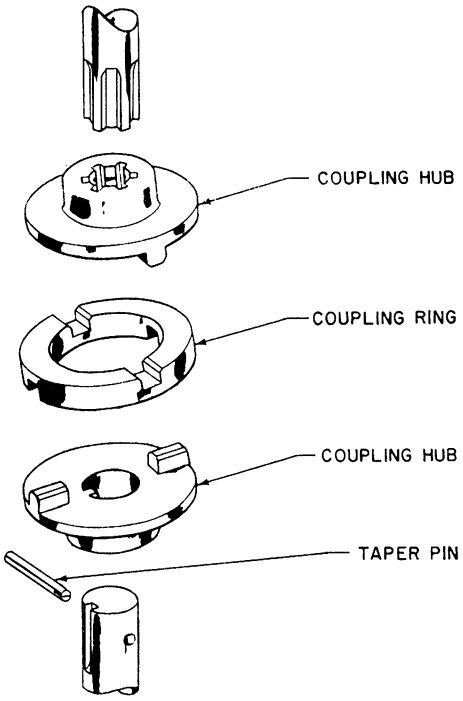

Figure 11-17.—Fixed coupling.
1. The fixed (sliding lug) coupling, which is nonadjustable; it does allow for a small amount of misalignment in shafting (fig. 11-17).